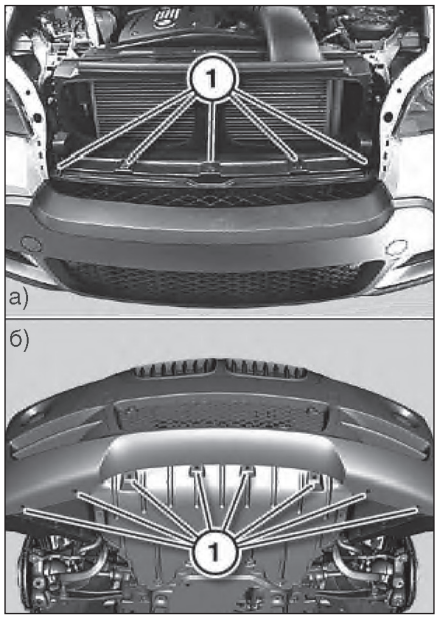

Рис. 14.16 Элементы крепления
Вывернуть болты (1, рис. 14.16). Для снятия крепления кожуха (2, рис. 14.17) правой и левой колесной ниши, следует вывернуть болты (1) ее крепления.